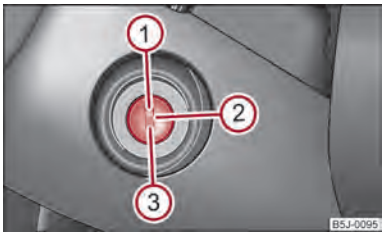

Fig. 82 Posizioni del bloccheto di accensione
– Spegnere il motore ruotando la chiave d'accensione in posizione ① ⇒ fig. 82. ▶